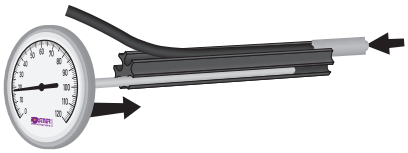

Bild 10: Das Thermometer und die Temperaturfühler werden in das Steckmodul geschoben.
⑬	Reserve / Trinkwasser bei Hochtemperatur-Wärmeerzeugern
⑭	Trinkwasser (bei Wärmepumpen oder hohem Trinkwasserbedarf)
⑮	Wärmeerzeuger
⑮.1	Wärmeerzeuger
⑯	Solarflüssigkeit* oder Wärmeerzeuger
1. Schieben Sie das Thermometer von einer Seite in das Steckmodul (▶ *Bild 10*).